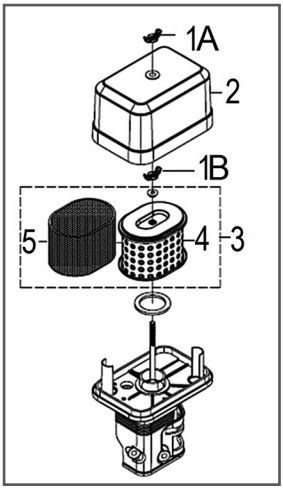

Рис. 21 Обслуживание воздушного фильтра PC6337F
1. Открутите барашковую гайку 1A и снимите крышку 2 воздушного фильтра (Рис. 21).
2. Открутите барашковую гайку 1B и извлеките из корпуса воздушный фильтр 3 в сборе (Рис. 21).
3. Проверьте целостность и чистоту фильтрующих элементов. Поролоновый (предварительный) фильтрующий элемент 5 установлен на корпусе бумажного фильтрующего элемента 4 (Рис. 21).
4. При незначительном загрязнении промойте поролоновый фильтрующий элемент 5 (Рис. 21) теплым мыльным раствором и просушите. Поврежденный или сильно загрязненный поролоновый фильтрующий элемент замените.